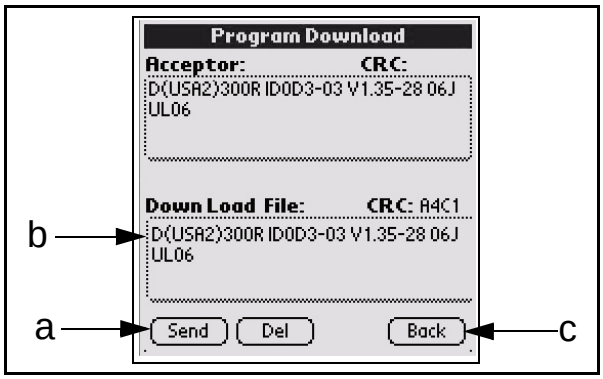

Figure 7-14 Download Send Command
3. Select Send on the **Program Download** main Menu to start the selected Firmware download (See Figure 7-14 a).
5. Once the download is complete, select any open area in the **Acceptor:** Box (Review Figure 7-14).
6. Mouse-click the Back Screen Button to return to the **Palm Setting Program** main Menu Screen (Review Figure 7-14 c).